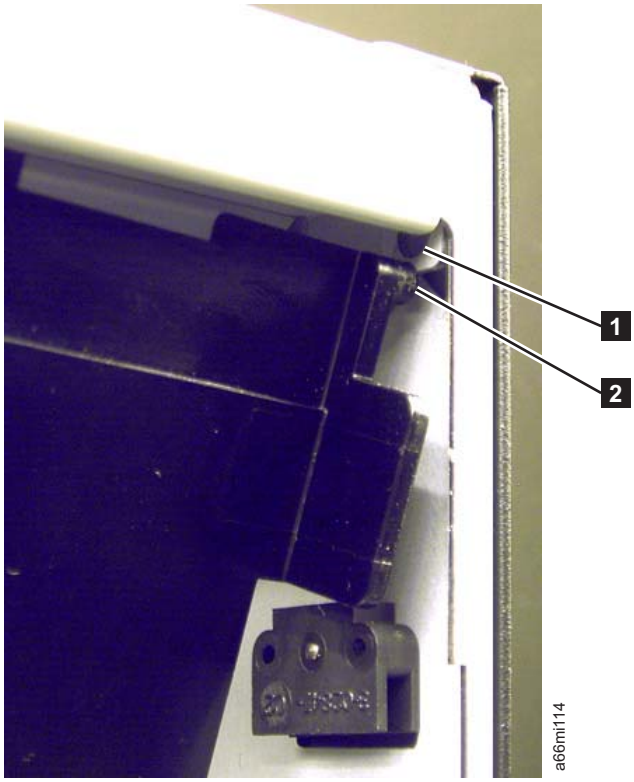

Figure 7-38. I/O Safety Flap Pivot Pin
3. Push the upper right hand corner of the flap to the left to remove the pivot pin (**1** in Figure 7-38) from the pivot hole (**2** in Figure 7-38).